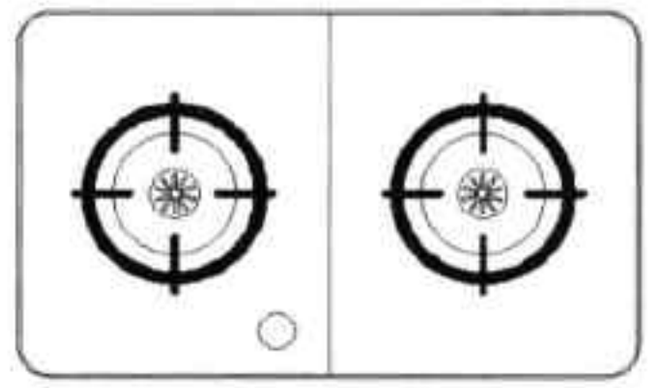

图6-93 绘制小圆
Step20 执行“圆”命令，绘制半径为 30mm 的圆，并将其放置在合适位置，如图 6-93 所示。